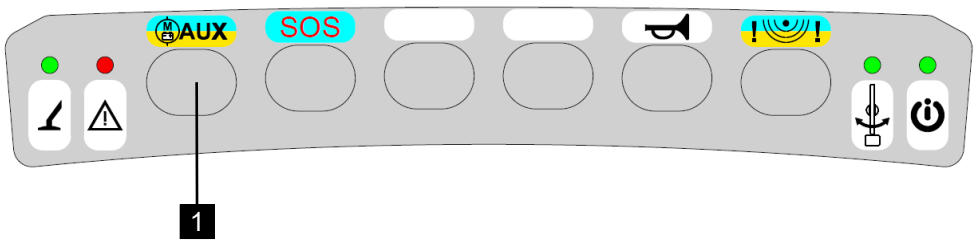

Fig. 178
3. Press the auxiliary drive button (Fig.178/1).